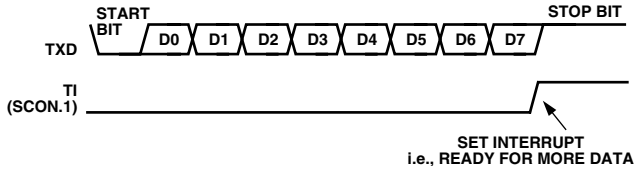

Figure 40. UART Serial Port Transmission, Mode 0
Transmission is initiated by writing to SBUF. The "write to SBUF" signal also loads a 1 (stop bit) into the ninth bit position of the transmit shift register. The data is output bit by bit until the stop bit appears on TXD and the transmit interrupt flag (TI) is automatically set as shown in Figure 40.